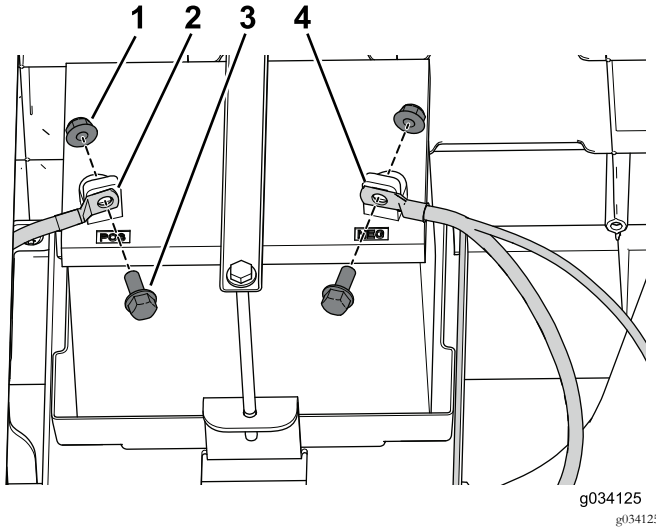

Figur 48
1. Brug bolten og møtrikken til at fastgøre pluskablet (+) til batteriets pol (Figur 48).
2. Brug bolten og møtrikken til at fastgøre minuskablet (–) til batteriets pol (Figur 48).